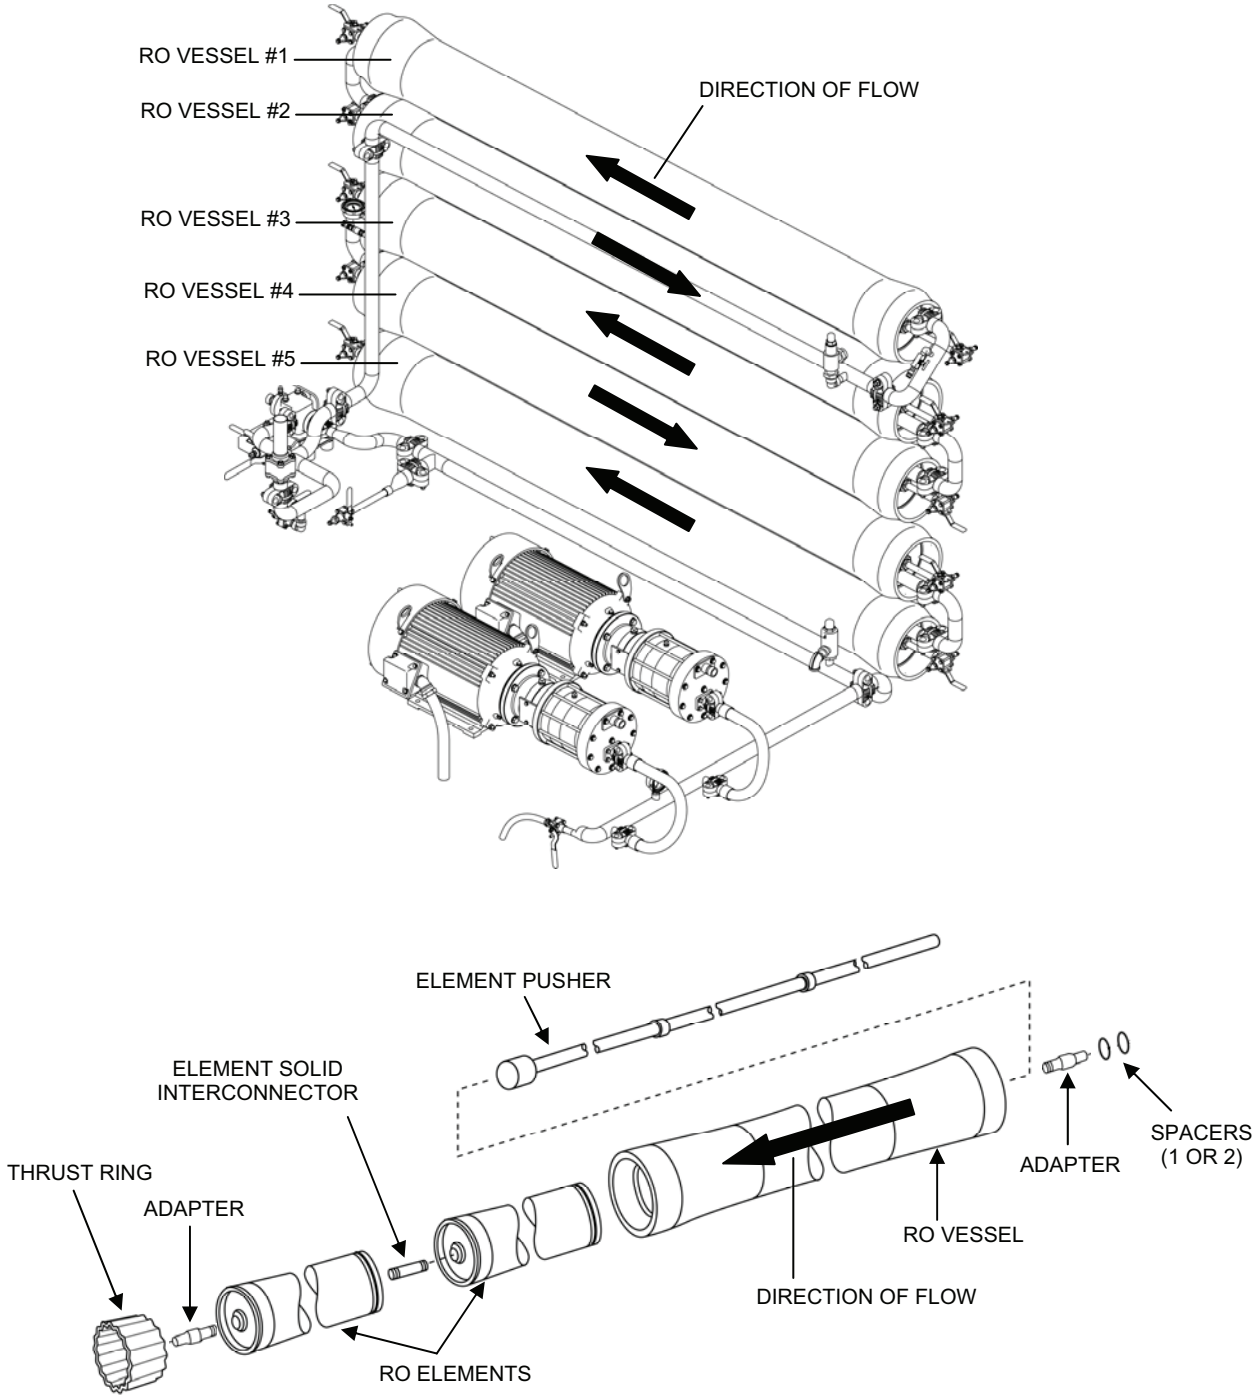

Figure 6. RO Element Removal.
4. Remove the RO elements from the vessel (Figure 6).